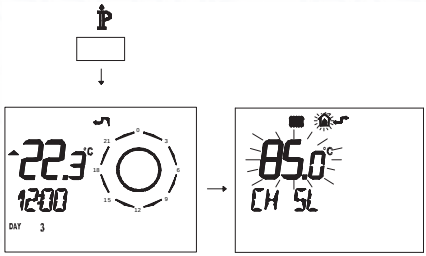

Fig. 7.39
- Press button INFO for more than 3 seconds to enter in INFO mode (Fig. 7.39).